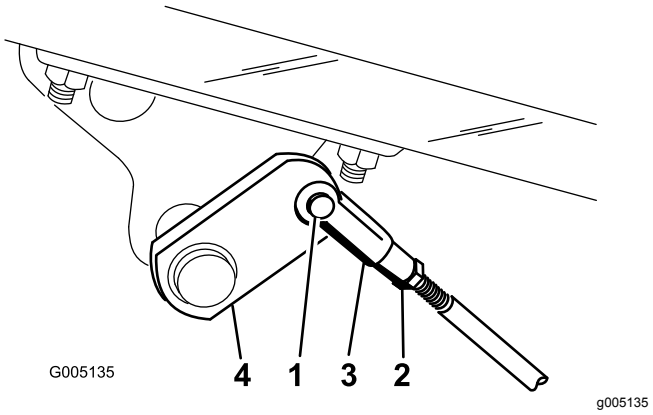

Figur 55
2. Hvis bremsene ikke låses likt, kobler du fra bremsestengene ved å fjerne splinten og splittpinnen (Figur 55).
3. Løsne låsemutteren, og juster sjakkelen (Figur 55).
4. Monter sjakkelen på bremseakselen (Figur 55).